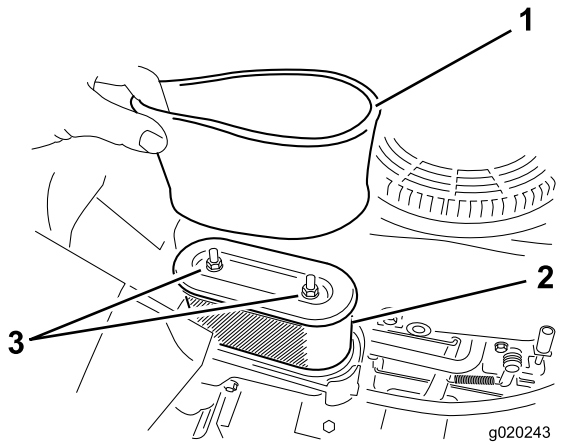

Figuur 32
5. Verwijder voorzichtig het schuimelement en het papierelement uit de behuizing van het luchtfilter (Figuur 32).
1. Monteer het schuimfilter op het papieren filterelement (Figuur 32).